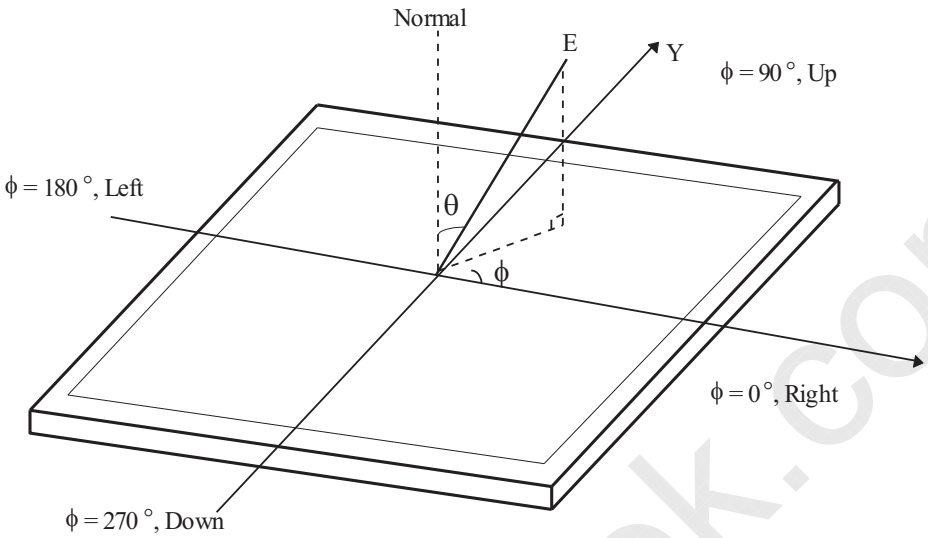

FIG. 4 Viewing angle
6. Viewing angle is the angle at which the contrast ratio is greater than 10. The angles are determined for the horizontal or x axis and the vertical or y axis with respect to the z axis which is normal to the LCD surface. For more information see FIG 4. ***(By PR880)***